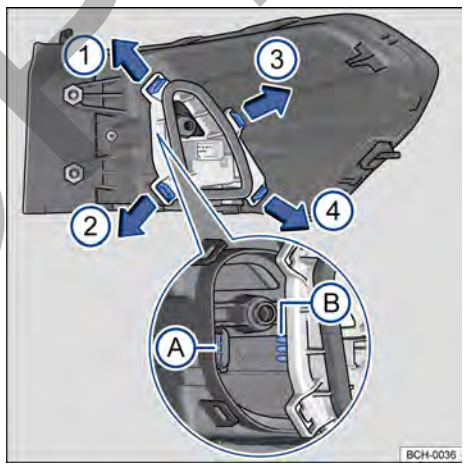

Fig. 166 Linterna trasera: desmontar el portalámparas.
5. Aflojar el tornillo mariposa (1) (fragmento ampliado) y retirarlo, sosteniendo, al mismo tiempo, la linterna trasera.
9. Para desbloquear el soporte de las lámparas, presionar cada lengüeta de bloqueo → fig. 166 en el sentido de las flechas.
15. Instalar el soporte de las lámparas en el grupo óptico trasero, prestando atención al ajuste de las láminas de contacto en la carcasa → fig. 166 (A) y (B). Las lengüetas de traba deben encajar de forma audible en la secuencia → fig. 166 (1), (2), (3) y (4).